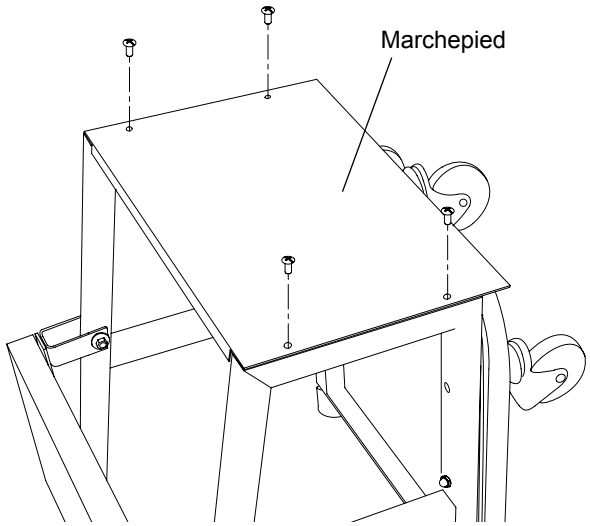

Figure 4 : Installation du marchepied sur les bâtis latéraux
4. Fixez le marchepied sur les bâtis latéraux à l'aide de quatre vis Phillips M6 x 16 (figure 4).